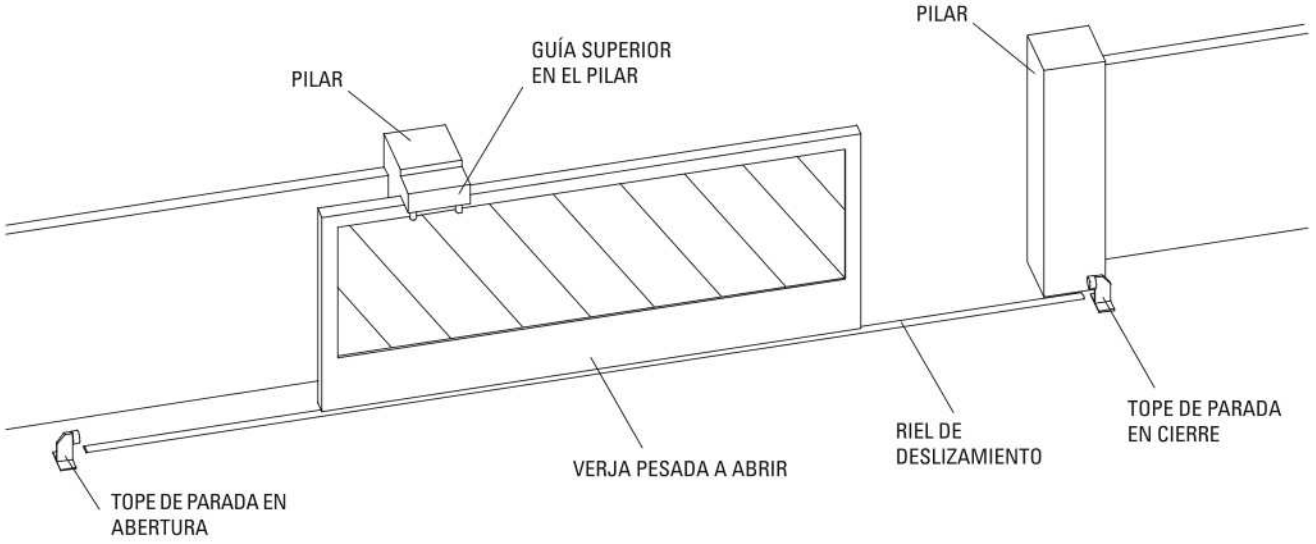

FIG. 1
- ***IMPORTANTE:*** Controlar que los ***rieles de deslizamiento*** de la verja estén bien anclados sobre cimientos sólidos para evitar desplazamientos debidos a asentamientos posteriores o al descarrilamiento durante el movimiento (Fig .1).
- ***IMPORTANTE:*** Asegurarse que la verja tenga un ***tope de parada*** fijo en el suelo en ***abertura*** y en ***cierre*** para evitar que la verja se salga de la guía superior (Fig. 1).
- ***IMPORTANTE:*** la verja no debe golpear contra los ***pilares*** o topes de parada especiales a fin de evitar que se encaje (Fig. 1), ya que el movimiento de la verja debe ser regular.